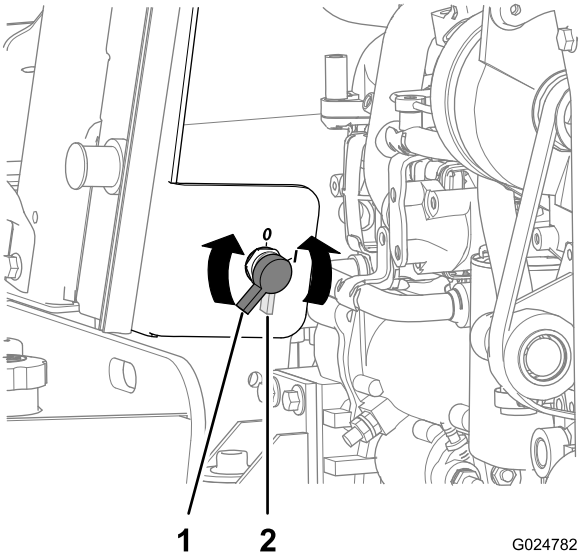

Рисунок 79
2. Подсоедините положительный провод зарядного устройства к положительному штырю аккумуляторной батареи (Рисунок 79).
2. Поверните переключатель отсоединения аккумуляторной батареи в положение «Выкл.» (Рисунок 79).
8. Поверните выключатель аккумуляторной батареи по часовой стрелке в положение «Вкл.» (Рисунок 79).